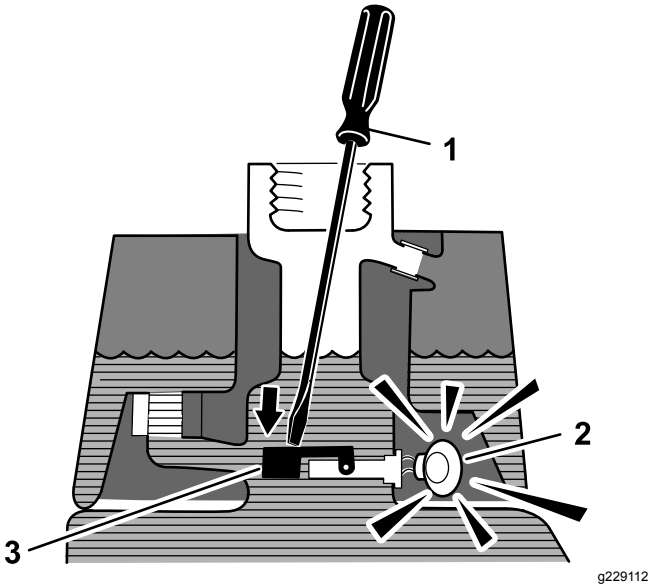

Figur 43
3. Sett en ren stang eller skrutrekker inn i tankåpningen, og trykk flytebryteren forsiktig ned (Figur 43): Alarmen skal gå etter ett sekund.